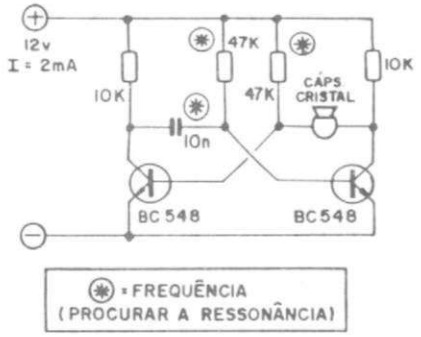
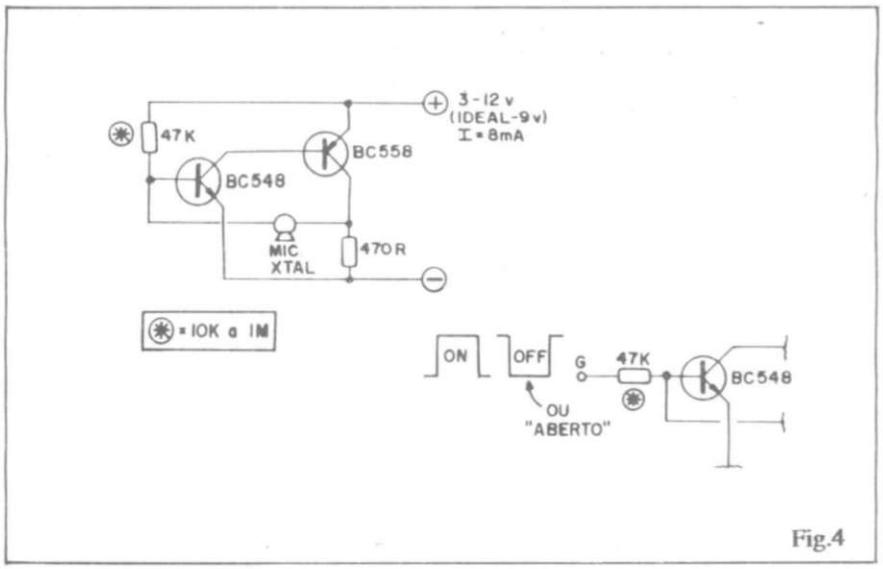

Fig.2
Fig.4
- **FIG. 2** - Primeira idéia para um **buzzer** "feito em casa"... Um simples circuito com dois transístores bipolares "universais" (admitem "uma pá" de equivalências...), estruturados em ASTÁVEL (fli-flop "oscilante", simétrico...), no qual um dos capacitores convencionais de realimentação foi, simplesmente, **substituído** por uma cápsula de cristal comum (tipo "microfone"...), que é muito mais fácil de encontrar! Os componentes marcados com asterísco (*) são determinadores
- **FIG. 4** - Provavelmente o **melhor** de todos os arranjos aqui sugeridos para a "confecção" de um **buzzer**... Representa a melhor solução de compromisso entre **tamanho/custo/nível do sinal gerado/faixa de tensão operacional/consumo de corrente!** O CIRCUITIM nada mais é do que um ASTÁVEL formado por dois transístores bipolares complementares (um NPN e um PNP), que - inclusive - admitem uma série enorme de equivalências. Parecido com o que ocorre na ideia da fig. 2, uma cápsula de cristal (piezo), tipo "microfone" assume o lugar tradicionalmente reservado ao capacitor de realimentação